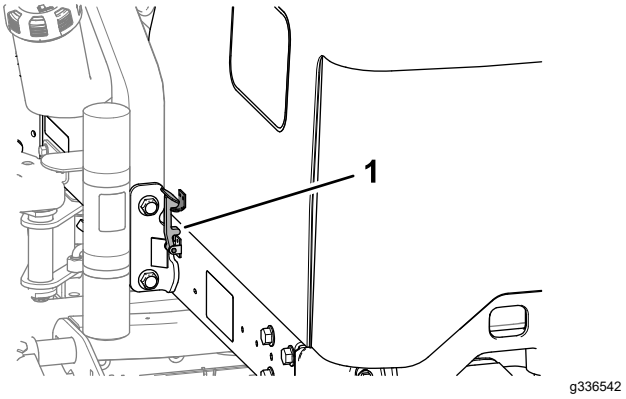

Rysunek 43
2. Otwórz maskę do góry i do tyłu (Rysunek 43).